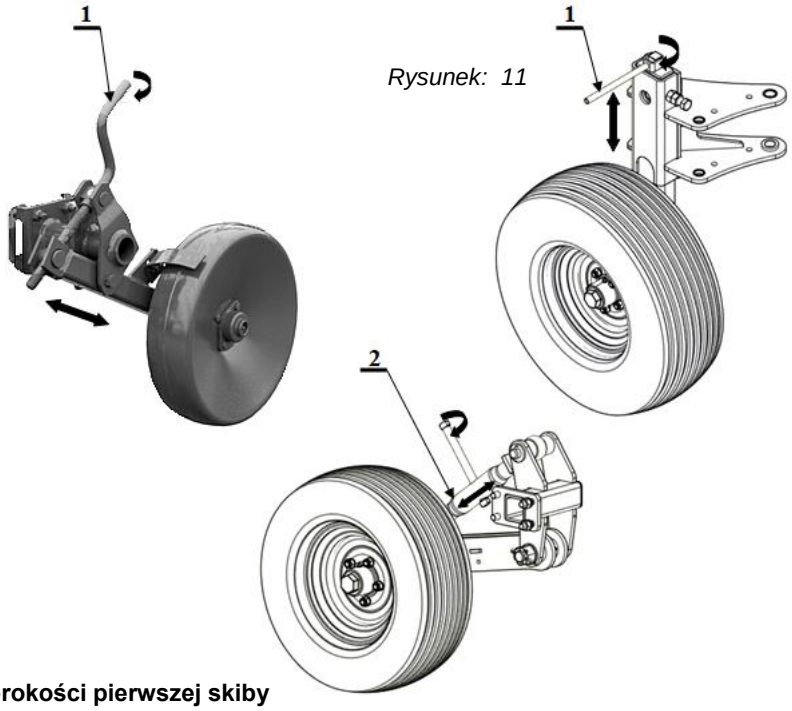

Rysunek: 11
- Do regulacji głębokości służą śruby regulacyjne **1, 2** (*Rys. 11*)